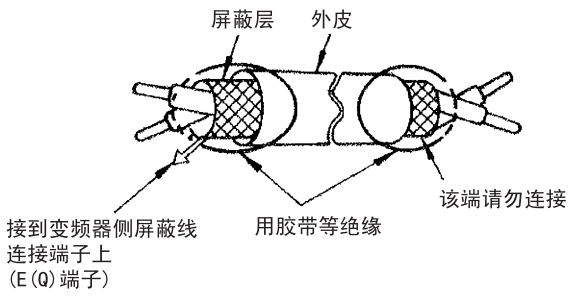

图 2.23 绞合屏蔽线的末端处理
- 为防止由干扰产生的误动作，控制回路接线请使用多股屏蔽线及多股绞合屏蔽线。请如图2.23所示对其末端进行处理。接线长度请控制在 50m 以下。
- 请将屏蔽线与 E(G) 端子连接。